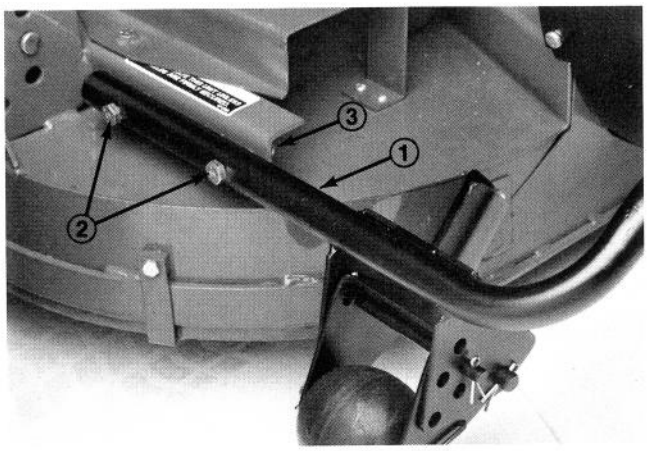

Figure 19
2. Using bumper as a template, mark and drill (2) 13/32" dia. holes in rear channel (Fig. 19).
3. Loosely secure bumper to rear channel with (2) 3/8–16 x 1-5/8"capscrews and locknuts (Fig. 19).